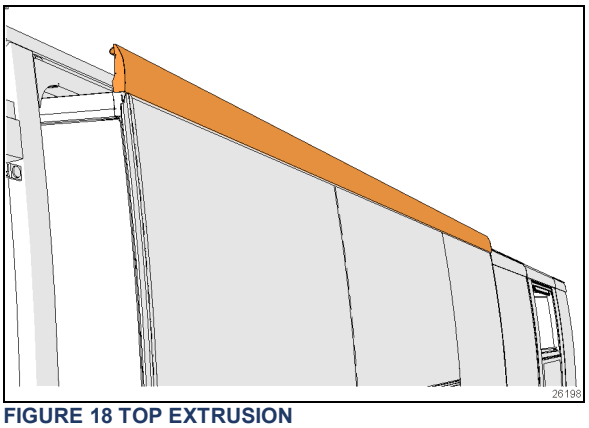
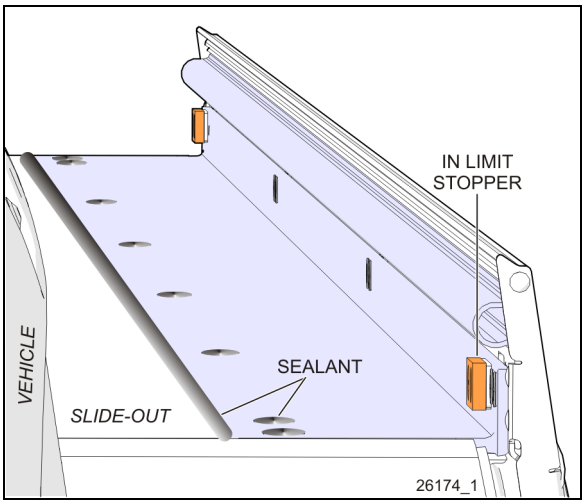

FIGURE 18 TOP EXTRUSION
**FIGURE 30: EXTERIOR EXTRUSION**
2. Turn the ignition to the off position. Using the manual override procedure (Paragraph 5), extend the slide-out a few inches so the exterior extrusion screws located on the top of the slide-out are accessible from outside (Figure 30).
7. Using a knife, cut the sealant between the Top extrusion and the roof. (Figure 18, Figure 30)
8. Remove the screws holding the top extrusion to the room structure. (Figure 18)
13. Once completed, use the manual override procedure to extend the slide-out and reinstall the exterior extrusion. Apply appropriate sealant on the exterior extrusion screws and between the extrusion, the roof and the edges to prevent water infiltration (Figure 30).